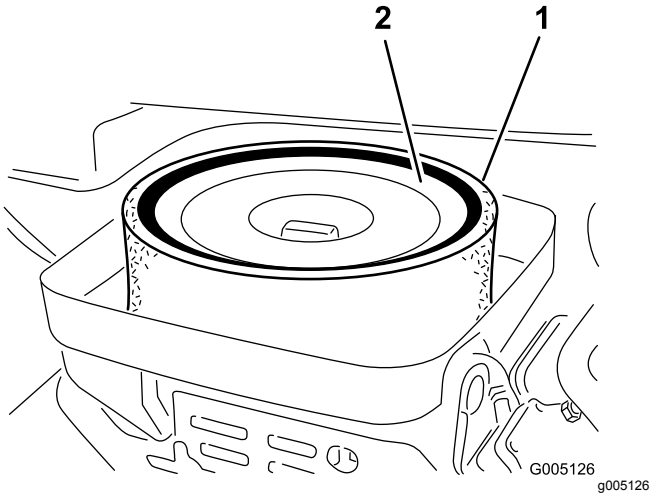

Figur 29
3. Ta bort vingmuttern som fäster delarna vid luftrenarhuset (Figur 29).
4. Ta bort skumgummidelen från pappersinsatsen om den är smutsig (Figur 29). Rengör den ordentligt på följande sätt: